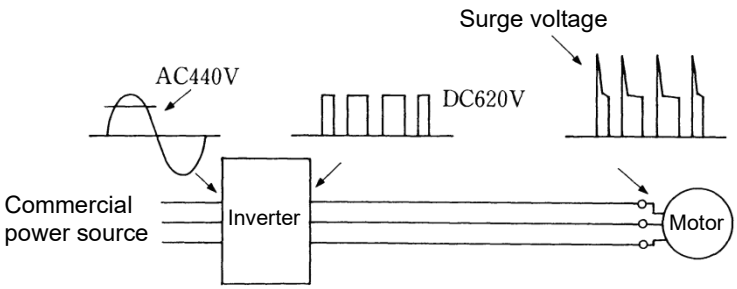

Fig. C.1-1 Voltage waveform of individual portions
But, as there exists inductance (L) and stray capacitance (C) in wiring between the inverter and the motor, the voltage variation due to switching the inverter elements causes a surge voltage originating in LC resonance and results in the addition of high voltage to the motor terminals. (See Fig. C.1-1.)